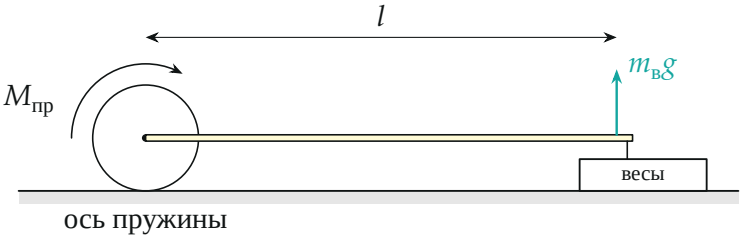

Рис. 5. Измерение момента (вид вдоль оси пружины): линейка, прикреплённая к крайнему витку, давит на весы; момент пружины уравновешен моментом реакции весов.
5. Момент при закручивании. Один крайний виток скотчем крепим к концу линейки 40 см, пружину кладём боком на стол, линейку — в вертикальной плоскости, её свободный конец — на весы; по бокам линейки на 2–3 мм ставим бруски, чтобы она не опрокидывалась (рис. 5). Обнуляем весы и закручиваем свободный конец пружины на один оборот. Правило моментов для линейки относительно оси пружины: момент пружины уравновешен моментом силы реакции весов на плече l: